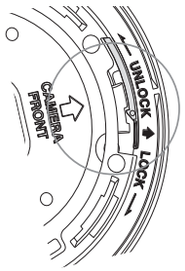

Figure-3
5) Now attach the Main body to the Mount bracket by rotating it in the LOCK direction after aligningthe Groove mark on the Main body with the wide groove around the CAMERA FRONT inlay.(Figure-3)